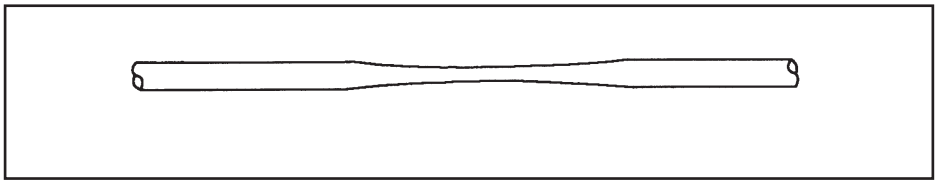

Figure 4.
- Une gaine de câble étirée, amincie. Reportez-vous à la figure 4.